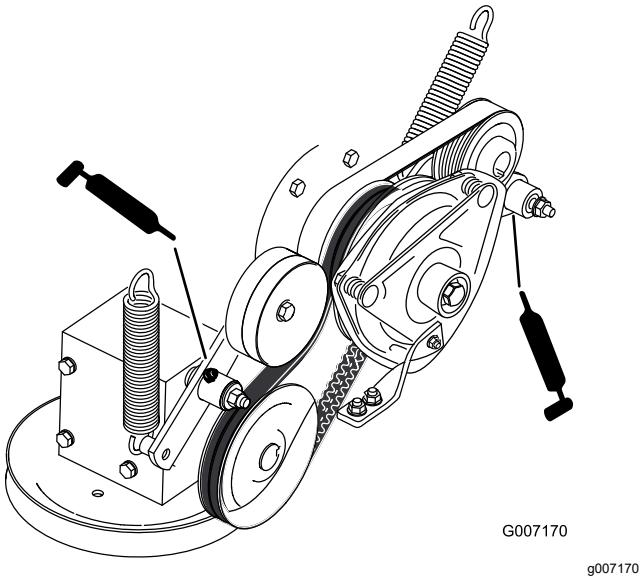

Rysunek 52
8. Nasmaruj ramię jałowego koła pasowego napędu PTO (Rysunek 52).
9. Nasmaruj ramię koła pasowego luźnego pompy (Rysunek 52).